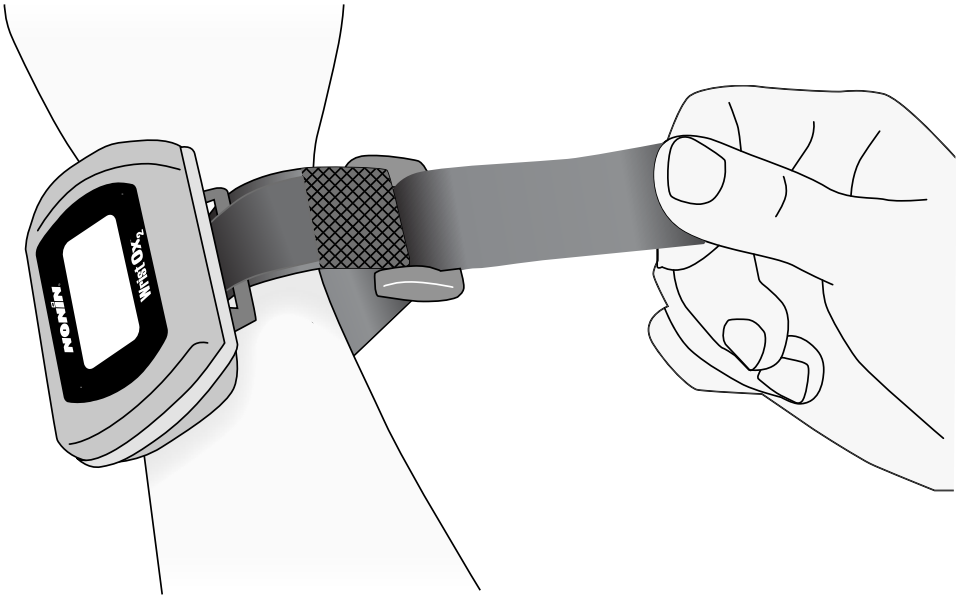

Abbildung 13: Handgelenkband durchführen und festziehen
3. Wenn Sie das Handgelenkband zur Mehrfachanwendung verwenden, führen Sie das abgerundete Ende des Handgelenkbands durch den Kunststoffring. Dann das Band durch den Kunststoffring ziehen, bis das Gerät angenehm am Handgelenk anliegt (Abbildung 13).